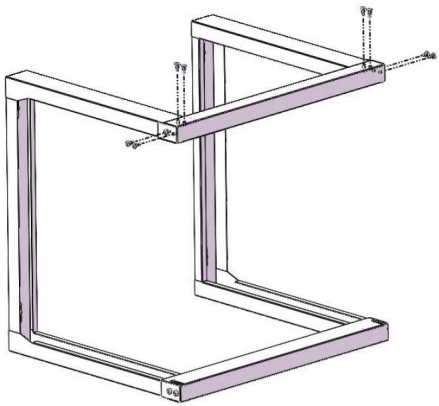

Abbildung 2
2. Setzen Sie den oberen Querträger (2) in die linke U-förmige Stütze (1) und die rechte U-förmige Stütze (1) ein und befestigen Sie ihn mit 8 M5-Befestigungsschrauben (4). Siehe Abbildung 2.